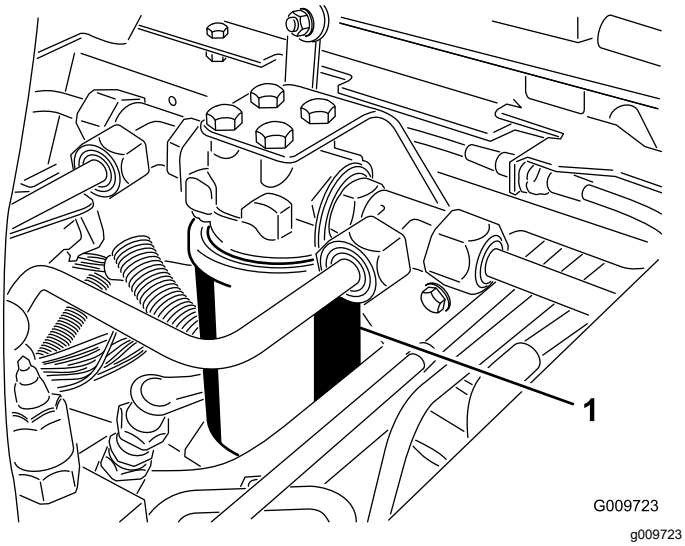
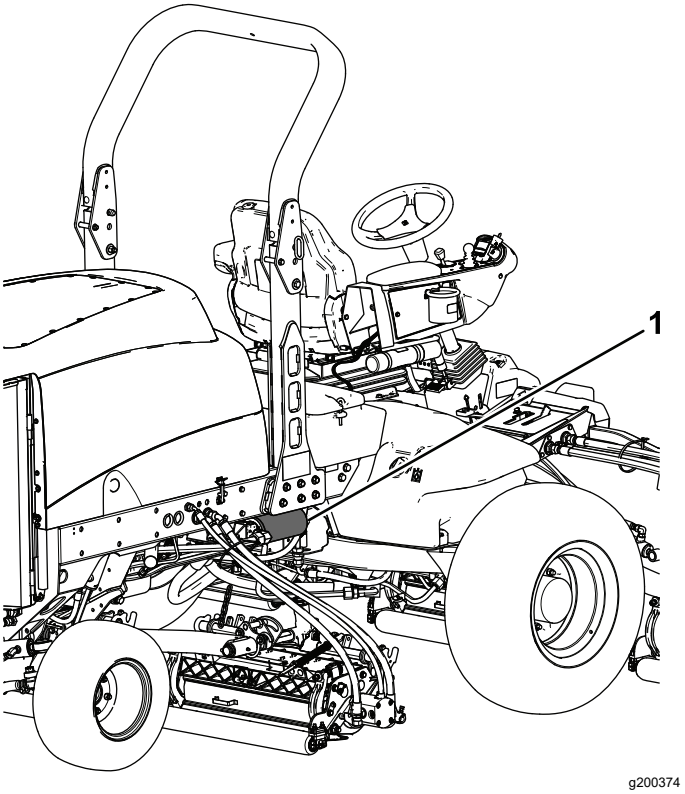

**Figur 118**
**Figur 119**
3. Plasser et tappefat under filteret, og ta ut filteret (Figur 118 og Figur 119).